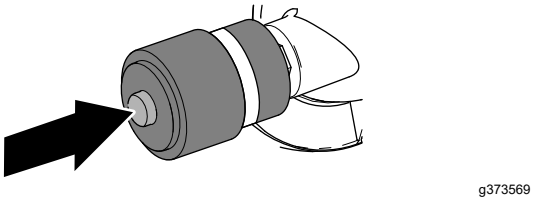

Figura 111
1. Dacă indicatorul de service afiează o bandă roie, apăsai butonul de resetare de la capătul indicatorului (Figura 111).